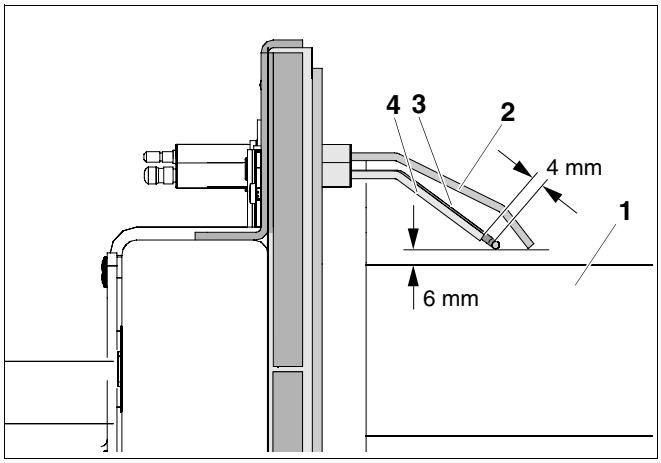

Fig. 56 Contrôle de la position des électrodes (dimensions en mm)
- Mesurez la distance entre les électrodes conformément à la ➔ fig. 56 et corrigez si nécessaire.
- Réglez le porte-électrodes de telle sorte que la position des électrodes corresponde à la ➔ fig. 56.